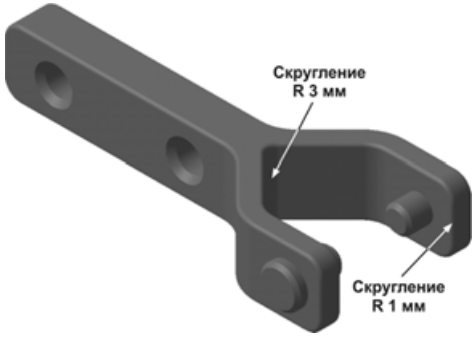

Рис. 5.103
- Для окончательного построения детали, добавьте два скругления, как это показано на рис. 5.103. При построении скругления радиусом 1, обязательно включите опцию **Продолжать по касательным ребрам** (рис. 5.103).